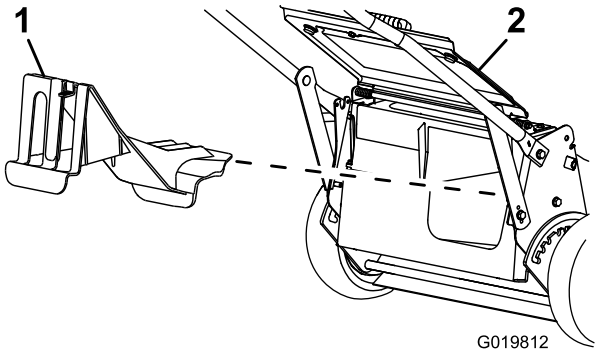

Figure 3
10. Install the rear-discharge plug by griping the handle, raising the rear deflector, and inserting it into the rear-discharge chute until the latch locks into place (Figure 3).